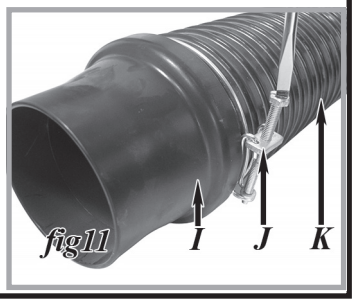

fig11
9. **ATTACHEZ LE RACCORD (I,** fig11) à l'autre coté du boyau (K) avec un des colliers de serrage (J).